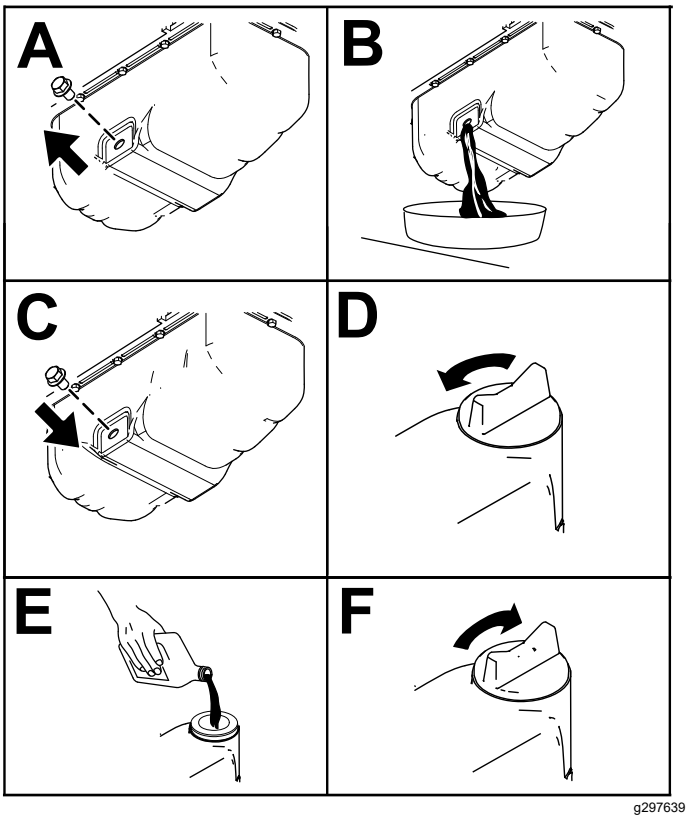

Figur 53
3. Byt motoroljan på det sätt som visas i Figur 53.